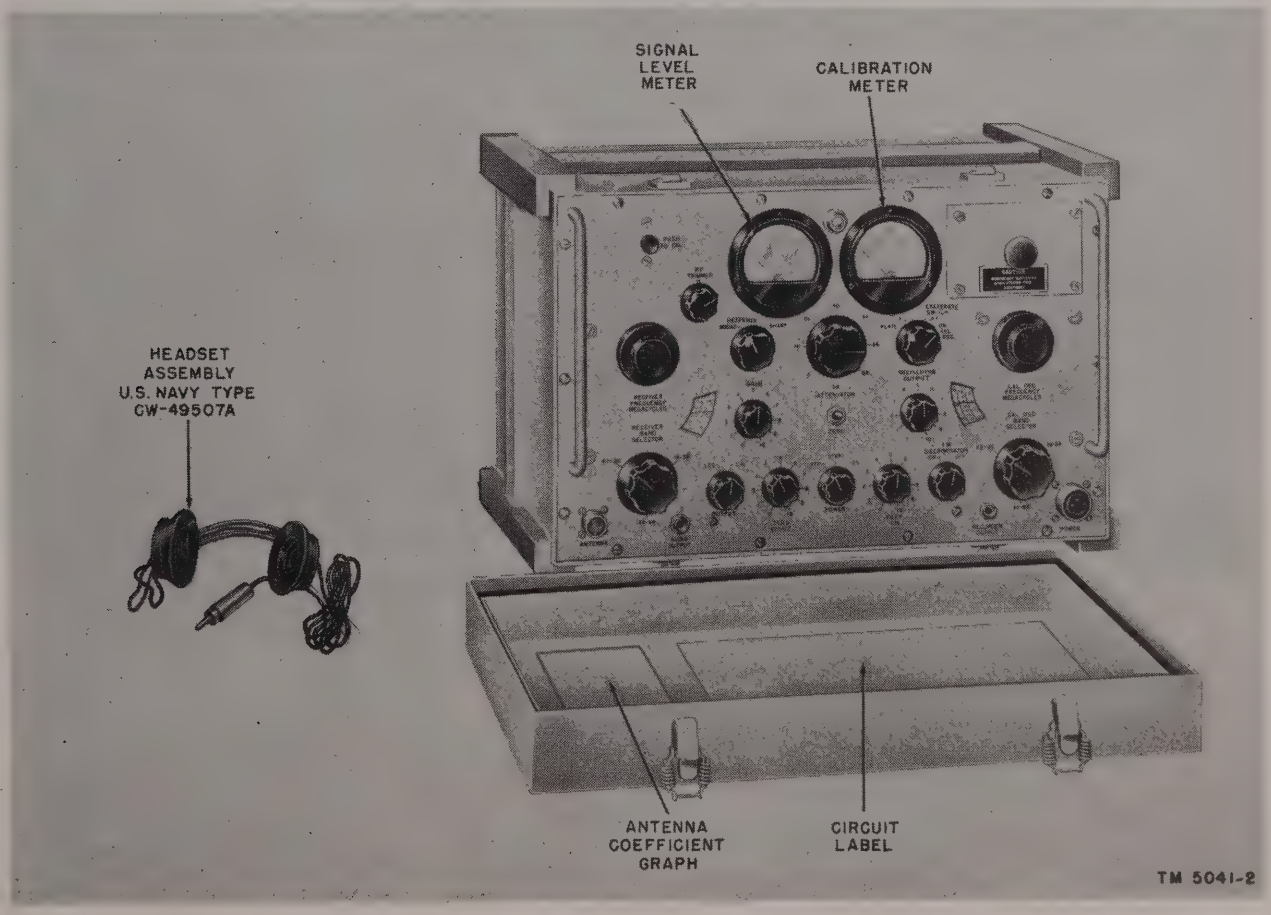

Figure 2. Field-Strength Meter IM–117/URM–91, with headset.
a. Field Strength Meter IM–117/URM–91 (fig. 2) is a transportable receiver housed in a carrying case; the cover is removed by unfastening four trunk latches found on opposite sides of the case. All operating controls are on the front panel and are easily reached when the cover is removed. The antenna and power input connectors are also on the front panel.